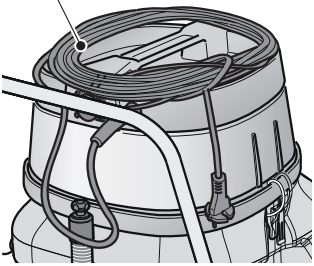

Fig. 14
- Enrouler le câble (22 Fig. 14) et le fixer sur la tête du couvercle.